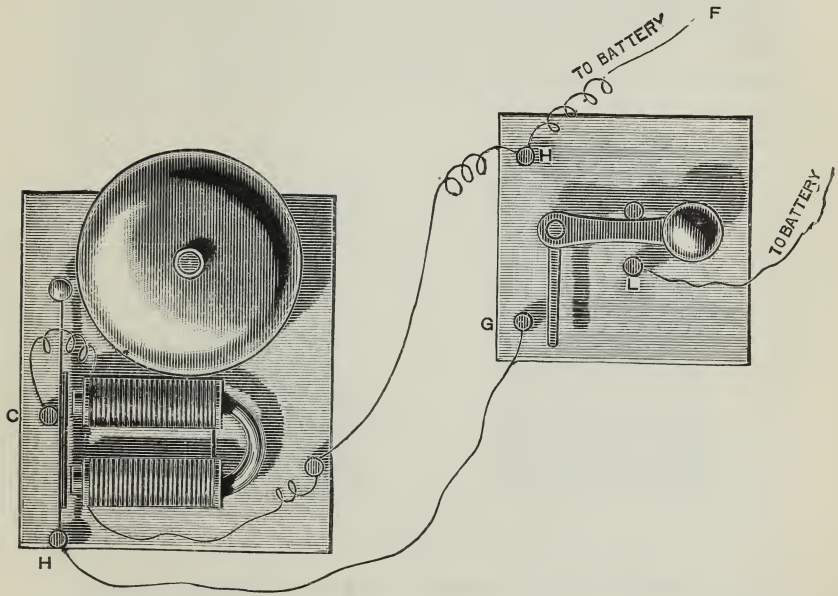

FIG. 124.—ALARUM ELECTRIC BELL WITH CONTINUOUS ACTION.
At Fig. 124 is illustrated a different form of push to that previously described, in order to show the variation that may be made in this part of the apparatus. It consists of a bent lever of brass, with a handle or knob of porcelain at one end for the finger and thumb. It turns upon a central screw, to which one wire of the battery is connected. The battery wire goes from F to the stud H, to which one end of the wire from the magnet is also fastened. The other wire from H on the bell board comes to the other stud, marked G. If the handle of the push is moved to the left till it touches the stud L, the other end of the bent lever then resting against G, the current will pass from one pole of the battery by the studs and bent lever to G, thence to H, and along the hammer-spring to the stud (C). It will then go to the magnet, and by its coils and line wire to H, and finally to F, the opposite pole of the battery. The connection being complete, and the horseshoe magnet drawing down its keeper and making a stroke on the bell, connection will be instantly broken between the keeper and the stud (C), and the former will fly back to the stud owing to the cessation of magnetic attraction, then at once renewing the circuit and causing the same effect as before. The stud on the opposite side of the push handle is merely a stop for the lever to rest against.